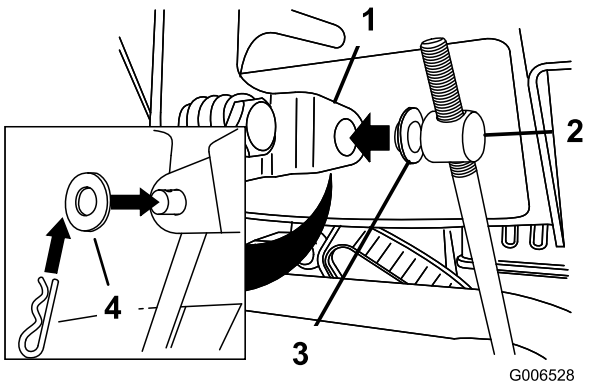

Figur 11
3. Fjern hårnålssplinten og den ytterste skiven fra vuggetappen på den øvre enden av hastighetskontrollstaget (Figur 11).
Merk: Du kan la den flate skiven bli på vuggetappen for å gjøre installeringen litt enklere (Figur 11).
6. Løft opp på hastighetskontrollstaget, og sett inn vuggetappen i hullet i hastighetsvelgerspaken (Figur 11).
B. Koble vuggetappen fra hastighetsvelgerspaken (Figur 11).
C. Vri vuggetappen nedover (med klokken) på hastighetskontrollstaget (Figur 11).
D. Koble vuggetappen til hastighetsvelgerspaken (Figur 11).
B. Koble fra vuggetappen fra hastighetsvelgerspaken (Figur 11).
C. Vri vuggetappen oppover (mot klokken) på hastighetskontrollstaget (Figur 11).